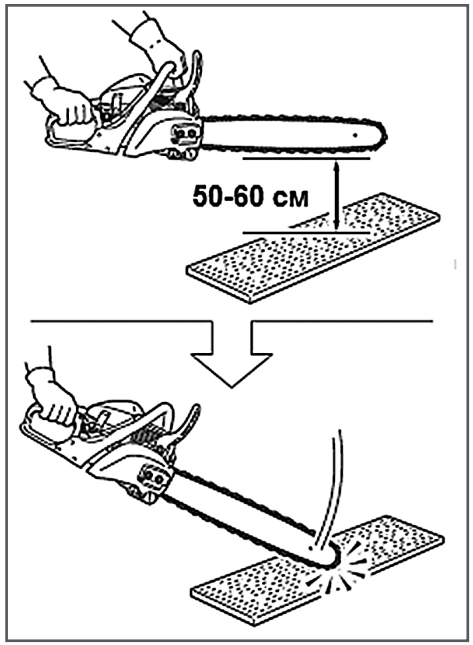

Рис. 7 Проверка инерционного тормоза
1. Возьмитесь за переднюю и заднюю рукоятку пилы и держите ее так, чтобы она располагалась на высоте 50-60 см от испытательной поверхности (Рис. 7).